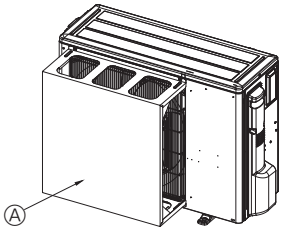

Fig. 2-5
② Installer un guide de protection d'air si l'appareil est placé dans un endroit où les vents violents d'une tempête, par exemple, pourraient s'engouffrer directement dans la sortie d'air. (Fig. 2-5)